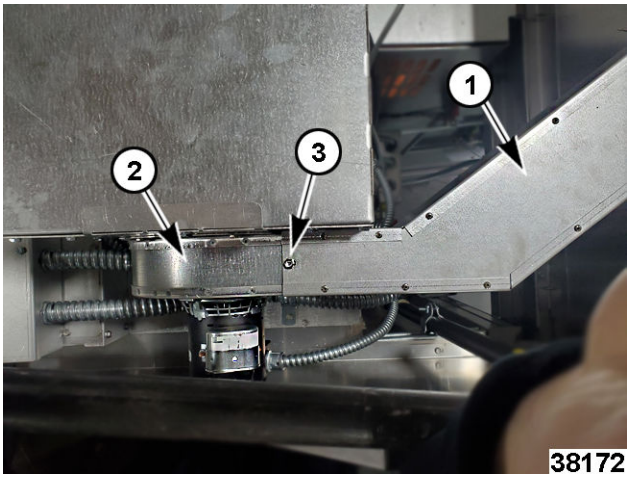

Fig. 99
3. Connect exhaust duct (1, Fig. 99) to draft inducer (2, Fig. 99) using one drill tip screw (3,Fig. 99).